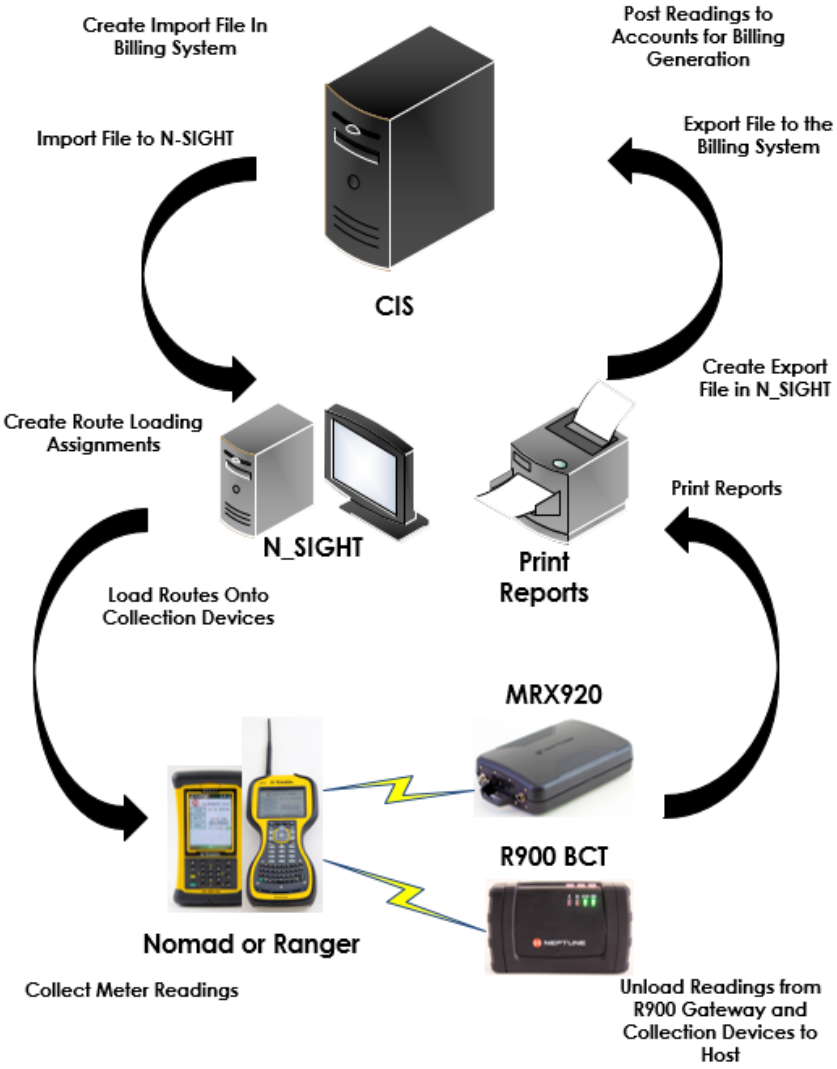

Figure 2.2 – N_SIGHT System Diagram
- **Handheld Accessories** - charging and communication cradles, communication cables, power supply, etc. used in conjunction with individual handhelds. See Figure 2.2 on page 2-10.